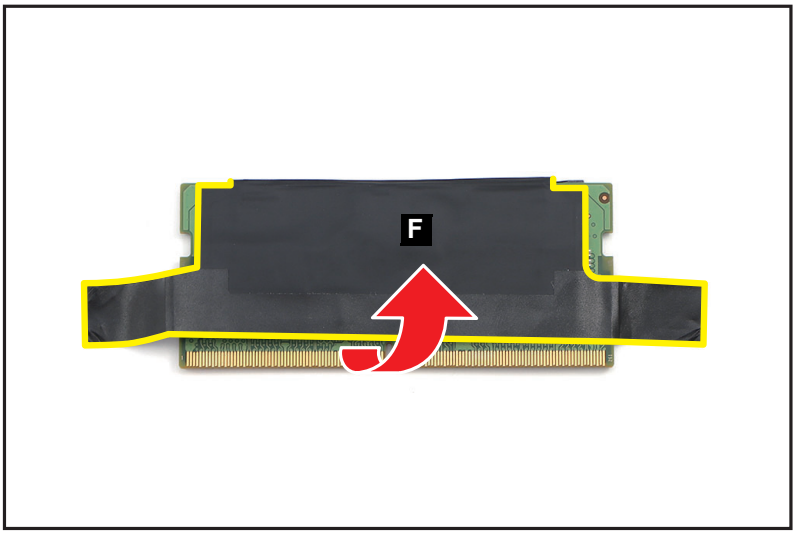

Figure 1-25. DIMM Module Removal
6. Peel off the composite foil with mylar (F) from the DIMM module (Figure 1-25).